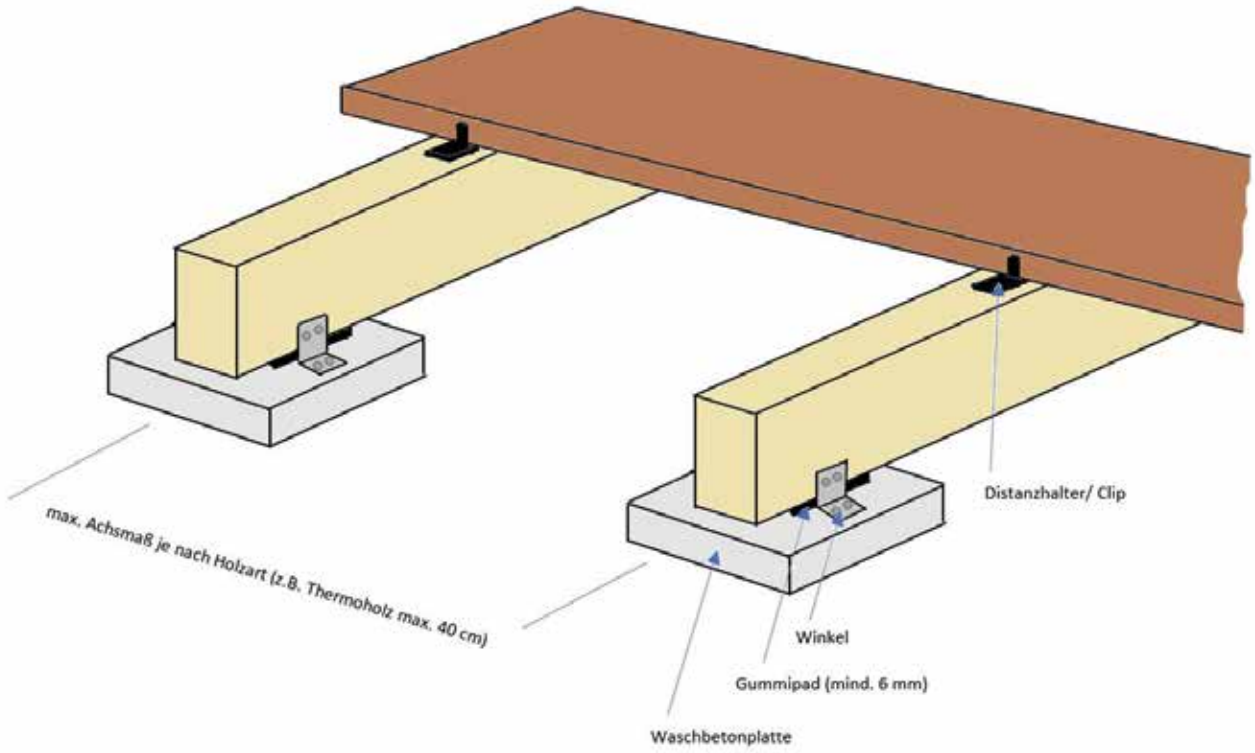
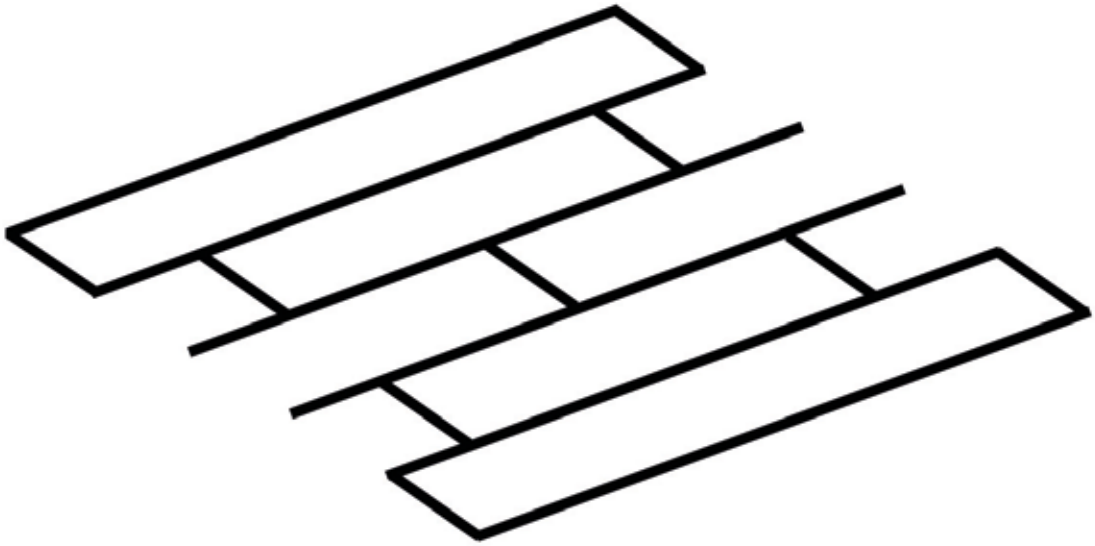

Bild 2: korrekter Aufbau Terrassenkonstruktion; Details Unterkonstruktion
Bild 4: korrekter Aufbau Terrassenkonstruktion; Aussteifung der Unterkonstruktion
- UK-Holz an drei Punkten (vorne/ mittig/ hinten) nach unten befestigen (z.B. mit Winkeln; siehe Bild 2) oder wenn nicht möglich, UK-Reihen untereinander aussteifen (siehe Bild 4)